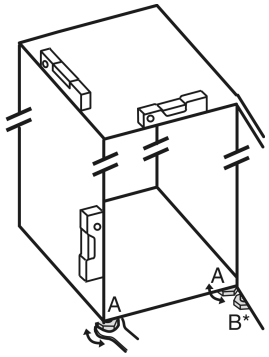

Fig. 24
▶ Izmantojot pievienoto uzgriežņu atslēgu un līmeņrādi, izskrūvējiet kājiņas *Fig. 24 (A)*, līdz ierīce ir noregulēta stabilā un taisnā stāvoklī.
▶ Izmantojot pievienoto uzgriežņu atslēgu, izskrūvējiet kājiņu *Fig. 24 (B)* no gultņa balsta, līdz tas atrodas uz grīdas.
▶ Pagrieziet kājiņu *Fig. 24 (B)* vēl par 90°.